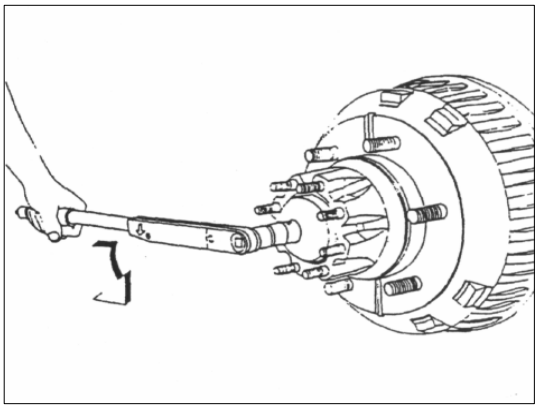

РИС.311
1) Отогните конец стопорной пластины на шлице контргайки и открутите контргайку с помощью ключа 2640 5890 3502 (см. рис.311). Снимите стопорную пластинку. Используя тот же ключ, открутите регулировочную гайку и снимите ее с трубы рукава полуоси.